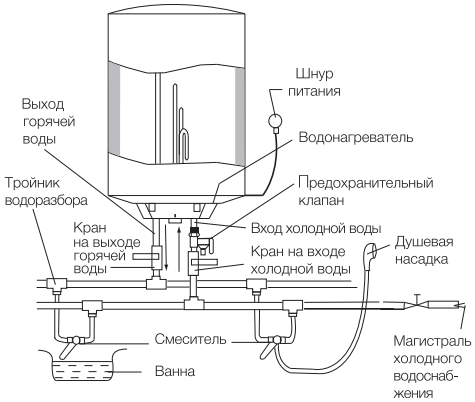

Рис. 4
4. Если необходимо реализовать многоканальную систему водоснабжения, используйте способ соединения (см. рис. 4).